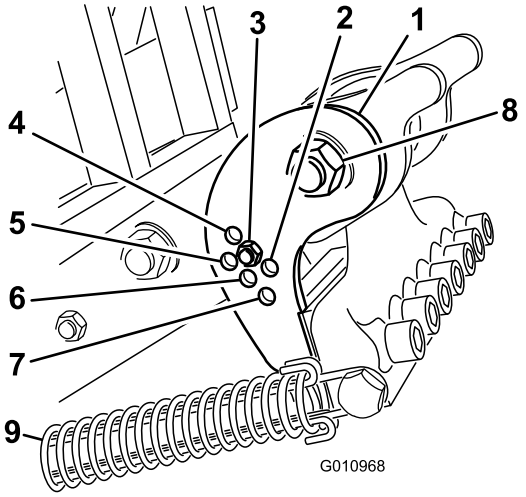

Figur 27
Ställ in det böjda fästet (Figur 27) i rätt läge baserat på längden på de luftarpinnar som ska användas.
3. Frigör fjäderspänningen till luftarpinnshuvudet (Figur 27).
4. Ta bort muttern och bulten i justeringshålen i det böjda fästet (Figur 27).
5. Lossa luftarhuvudets axelbult (Figur 27).